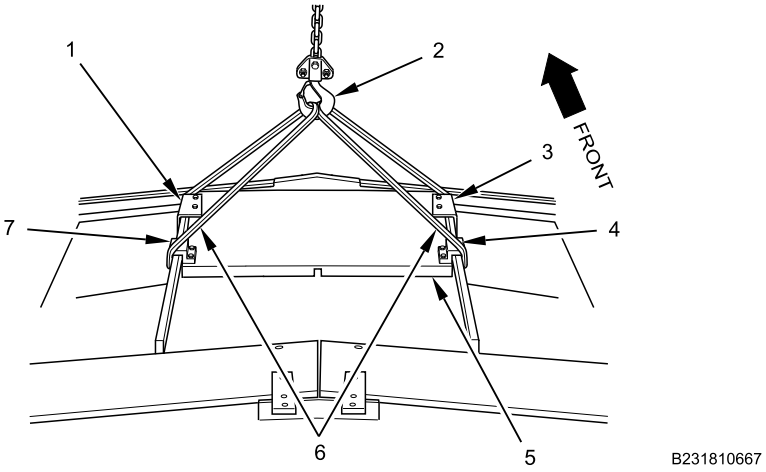

Figure 7. Gunner Hatch Removal.
1. Position one lifting sling (Figure 7, Item 6) under right rear bracket (Figure 7, Item 4) and right front holder bracket (Figure 7, Item 3).
2. Position one lifting sling (Figure 7, Item 6) under left rear bracket (Figure 7, Item 7) and left front holder bracket (Figure 7, Item 1).
3. With suitable lifting device (Figure 7, Item 2) and assistant, lift gunner hatch (Figure 7, Item 5) and carefully position between gunner hatch rails.